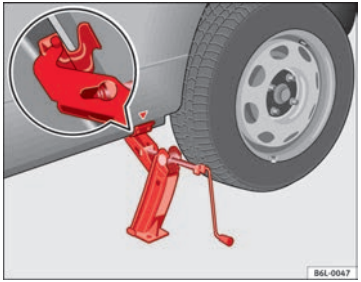

Fig. 140 Fitting the jack
– Align the jack so that the arm of the jack fits around the rib under the door sill and the movable base plate of the jack is flat on the ground ⇒ Fig. 140.